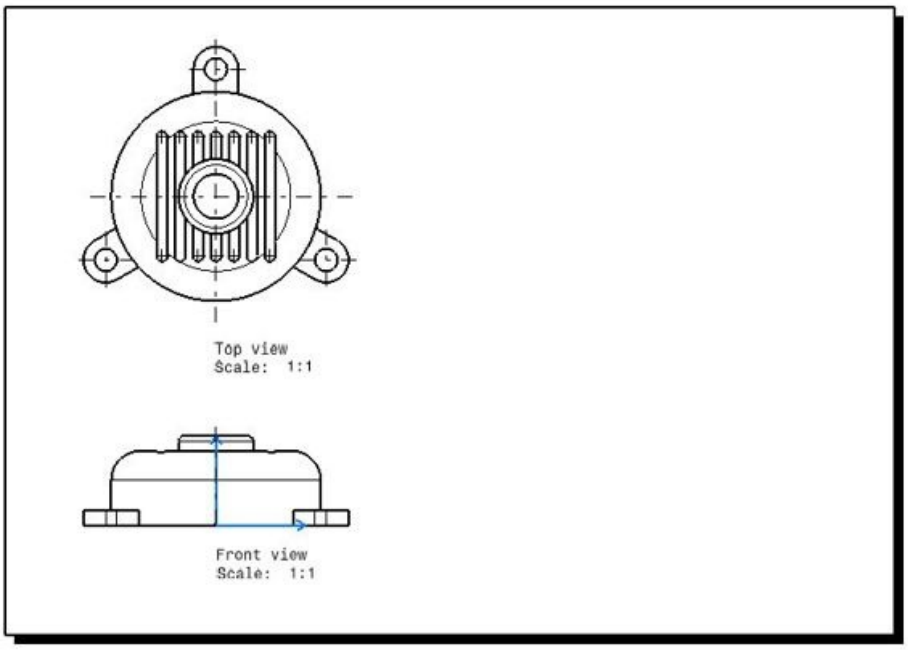

Figure 13-49 *The drawing sheet after generating the top view*
e. Generate the top view by using the **Projection View** tool, refer to Figure 13-49.
2. Move the cursor close to the top left corner of the drawing sheet, refer to Figure 13-49, and click to generate the top view.
3. Next, invoke the **Properties** dialog box for the top view and then select the **Center Line** and **Axis** check boxes from it. To turn off the display of the view frame, clear the **Display View Frame** check box and then choose the **OK** button in the **Properties** dialog box. The drawing sheet after generating the top view is shown in Figure 13-49.